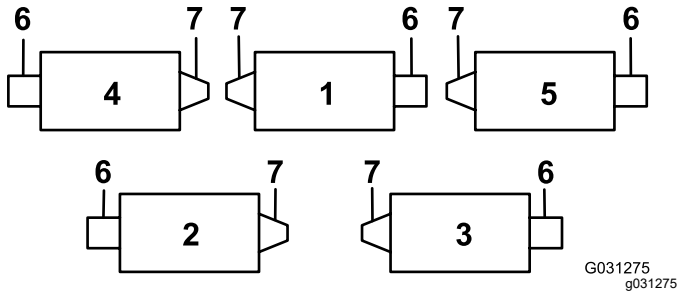
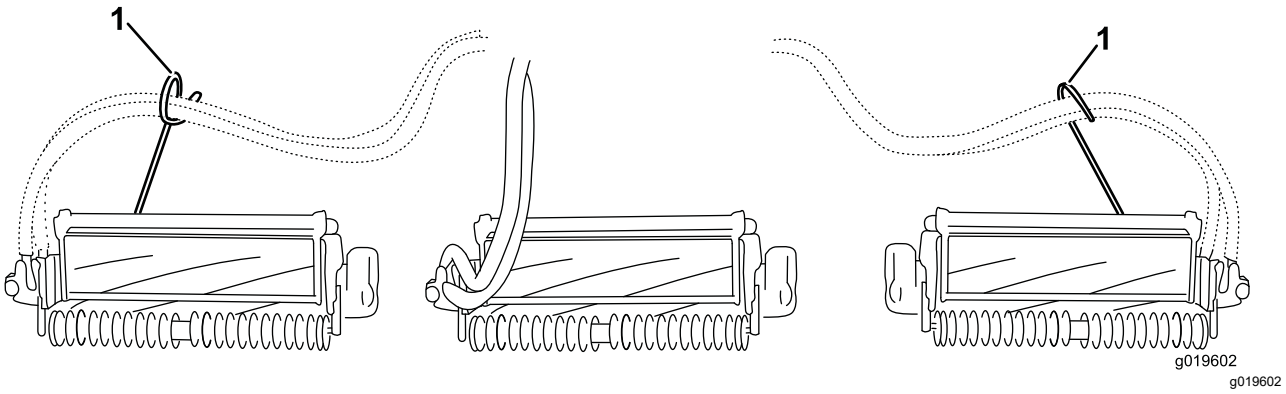
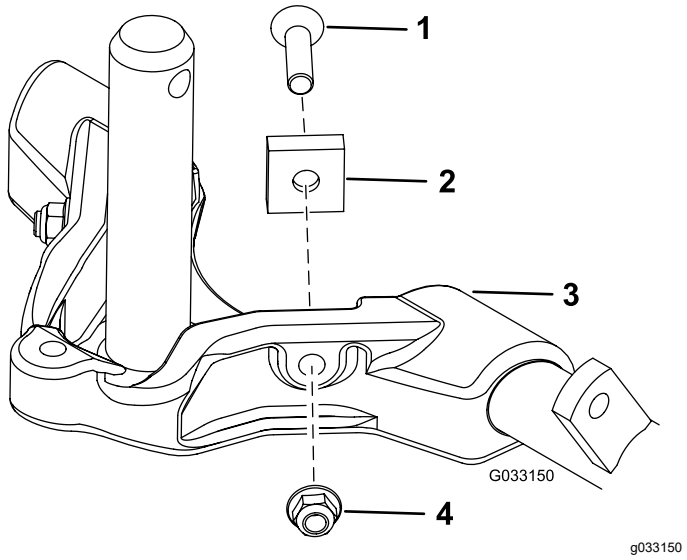

**Рисунок 12**
**Рисунок 14**
**Рисунок 15**
***Внимание:*** **На режущих блоках № 4 (левом переднем) и № 5 (правом переднем) прикрепите направляющие шлангов к передней части выступов режущих блоков с помощью крепежных гаек кронштейна штока. Направляющие шлангов должны быть наклонены в сторону центрального режущего блока (Рисунок 12 – Рисунок 14).**
7. Чтобы повысить управляемость задних режущих блоков, снимите 2 проставки оси поворота, винты с внутренним шестигранником и фланцевые контргайки (Рисунок 15) с несущих рам задних режущих блоков (режущие блоки 2 и 3); см. Рисунок 12.